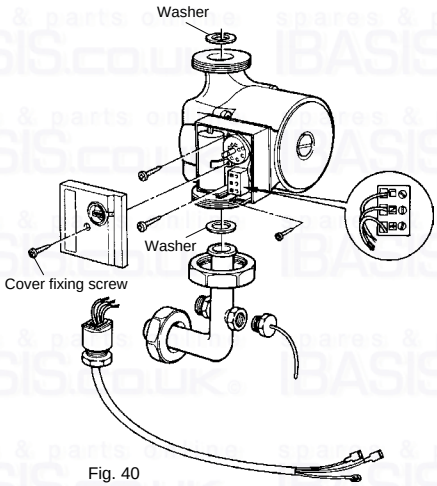

Fig. 40
c) Remove electrical cover on pump, one screw (fig. 40). (Rotate pump to remove cover).
g) Re-assemble in reverse order (fig. 40).